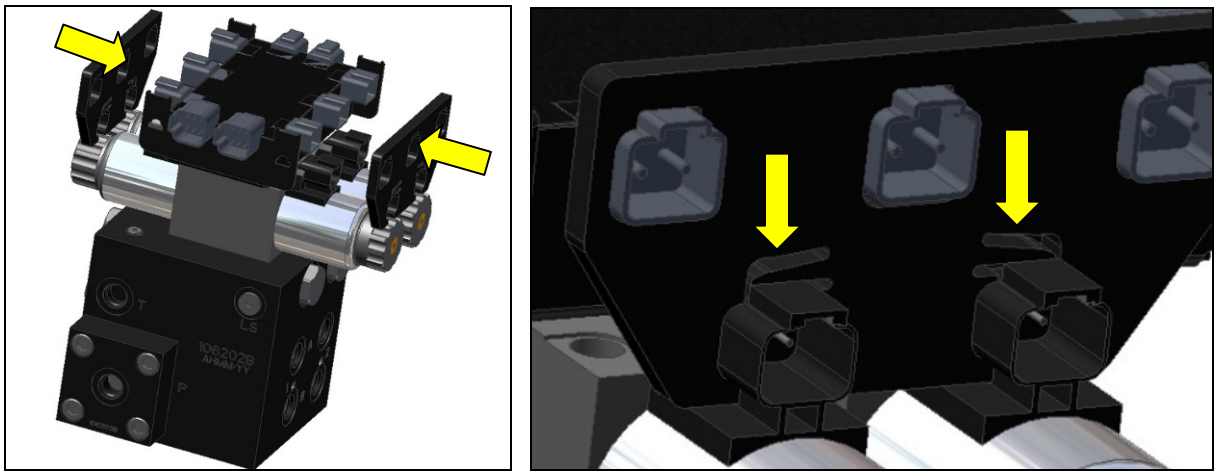

Figure 22: Valve Module Bracket Installation
3. Place the valve module between the valve coils. Slide a valve mounting bracket over the connectors of the valve module and the valve coil connectors. This may require flexing the plastic bracket slightly (**Figure 22)**.